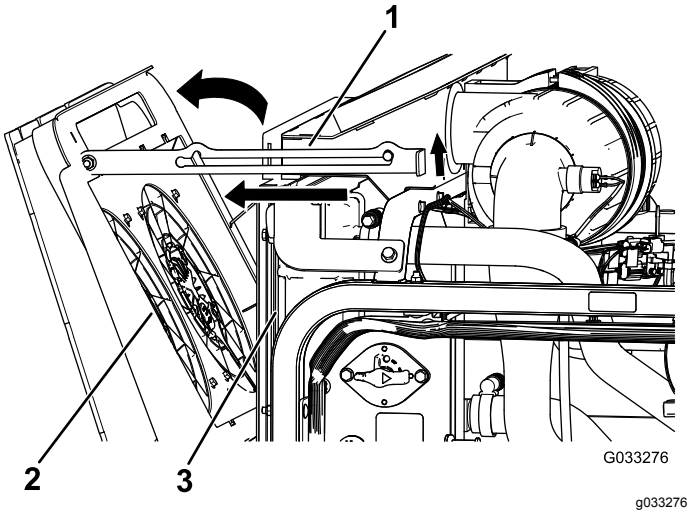

**Figur 120**
2. Drej motorkøleventilatorerne bagud og væk fra køleren og sæt støttepinden fast i hakket (Figur 120).